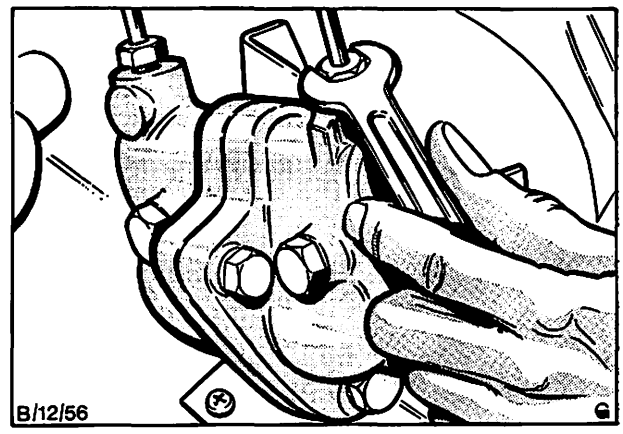

Abb. 76 Bremsleitungen abschrauben
2. Von der Fahrzeugunterseite aus Bremsleitungen vom Kontrollventil, Abb. 76, abschrauben und Bremsflüssigkeit in geeigneten Behälter ausfließen lassen.